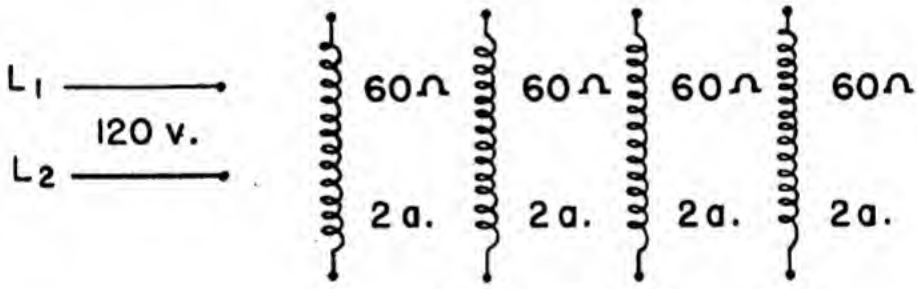

Figure 52.—Example 2.
*(1)* You would first draw your circuit as in figure 52. Then calculate the voltage required to force 2 amperes through 60 ohms of resistance.